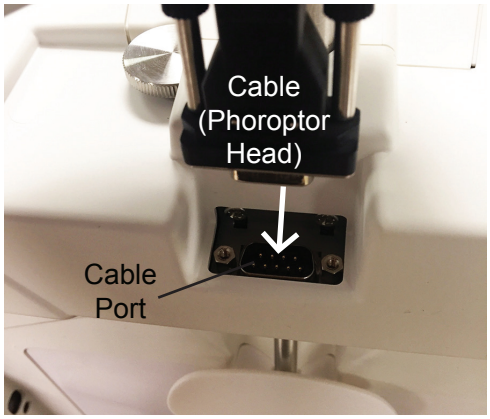

Figure IS-08 Phoroptor Head Cable
1. Connect the Cable (Phoroptor Head) (PN 16290-005) to the Phoroptor Head by aligning the cable to the Pins in the Phoroptor Head and securely attaching the Cable. Refer to Figure IS-08.